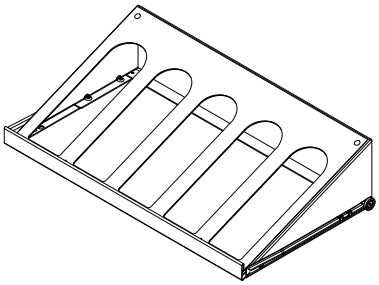

Figure 16
(1) étagère-présentoir pour 5 bouteilles avec tapis atténuateur de vibrations (Voyez la Figure 16).